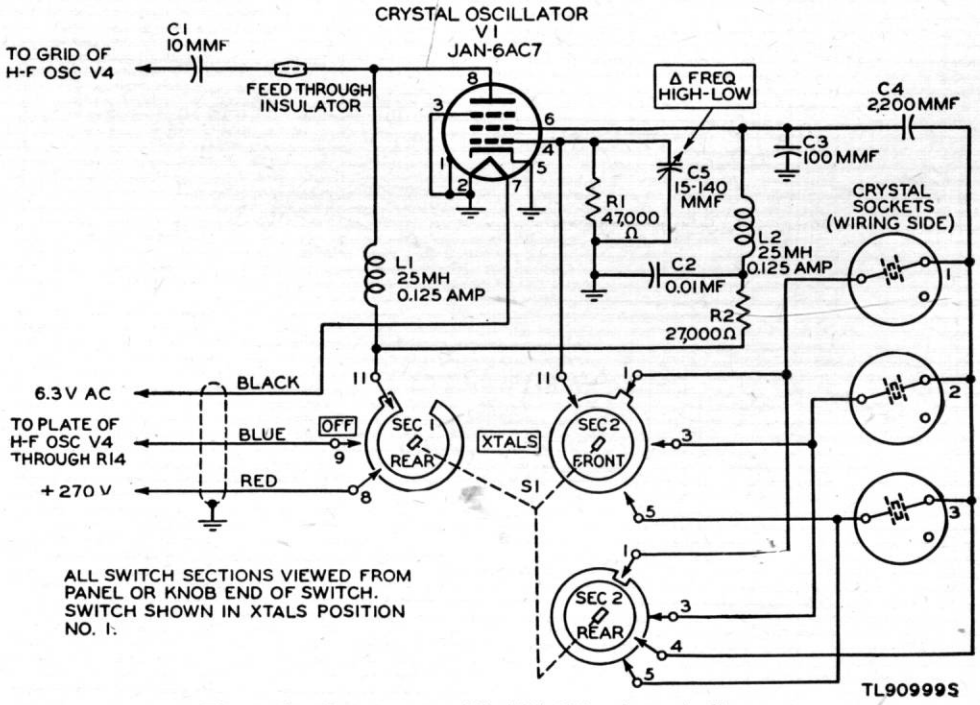

Figure 53. Improvement Kit MC-531, schematic diagram.
a. The circuit of Improvement Kit MC–531 (fig. 53) is an electron-coupled Pierce oscillator utilizing a Tube JAN–6AC7. The crystal oscillatory circuit consists of the cathode, control grid, screen, capacitors C3 and C5, and the crystal unit selected. Capacitor C4 prevents d-c voltage from appearing across the crystal units. The crystal oscillatory circuit is electron-coupled to the plate of tube JAN–6AC7. The h-f oscillator tank circuit in the radio receiver is used as the tuned plate circuit. This tuned circuit may be tuned by the MAIN TUNING control to the fundamental, second, or third harmonic of the crystal frequency. Note that the tuned plate circuit, which is actually the receiver h-f oscillator tank, is different for every band. Plate voltage is supplied through r-f coil L1. Coupling capacitor C1 also prevents d-c voltage from appearing across the receiver h-f oscillator tank circuit. The suppressor grid and cathode are connected to ground directly, while the screen grid is held above r-f ground by r-f coil L2. The suppressor grid serves to prevent the plate load from affecting the Pierce crystal oscillator circuit.